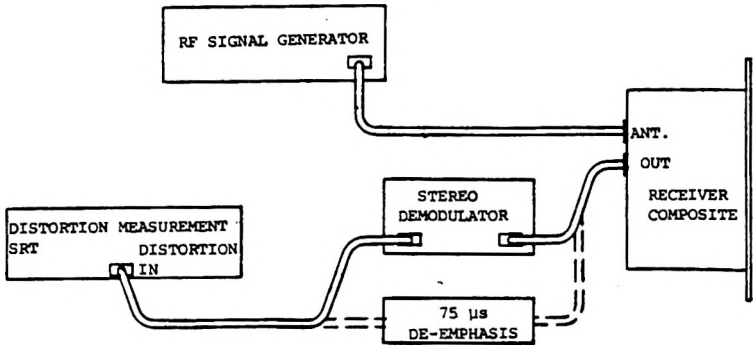

Figure 6-2. Sensitivity test setup.
1. Connect the equipment as shown in Figure 6-2 and set the controls on the signal generator as follows: